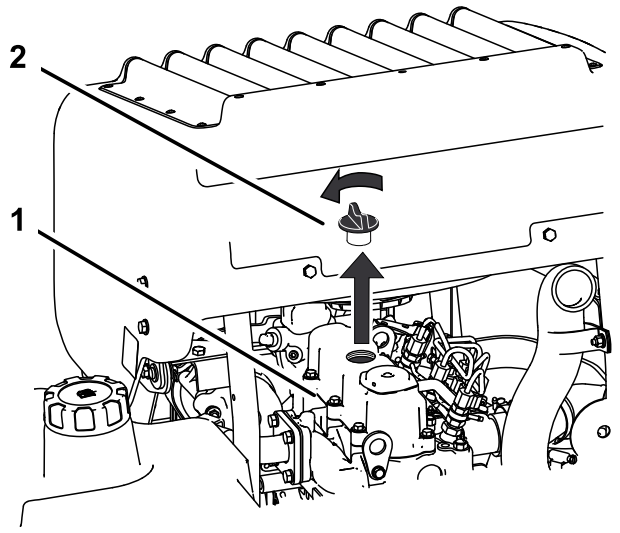

Figuur 36
6. Verwijder de vuldop op de bovenkant van de motor (Figuur 36). Hierdoor kan de olie makkelijker weglopen.
2. Verwijder de vuldop en de peilstok (Figuur 36).